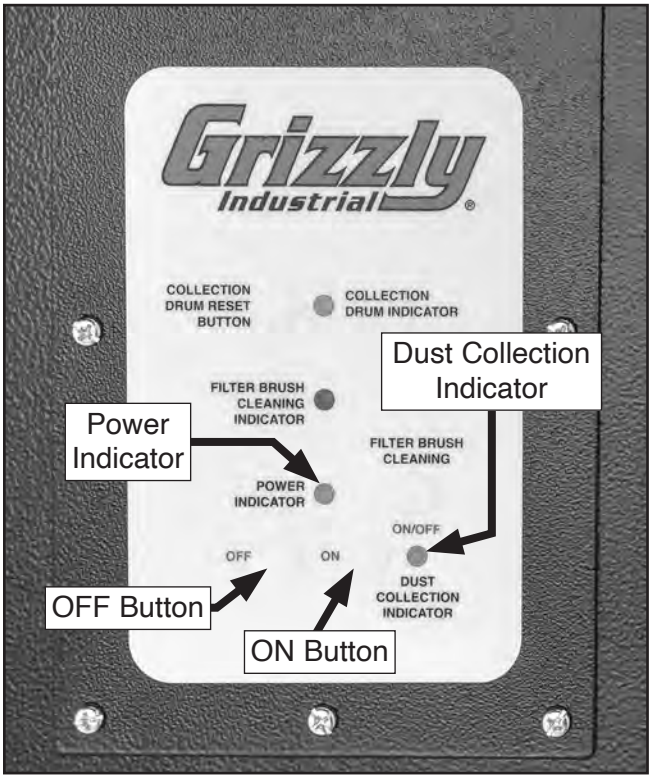

Figure 38. Location of ON and OFF Buttons and dust collection and power indicators.
5. Standing away from intake port, press ON button (see **Figure 38**) to turn main motor ***ON***.